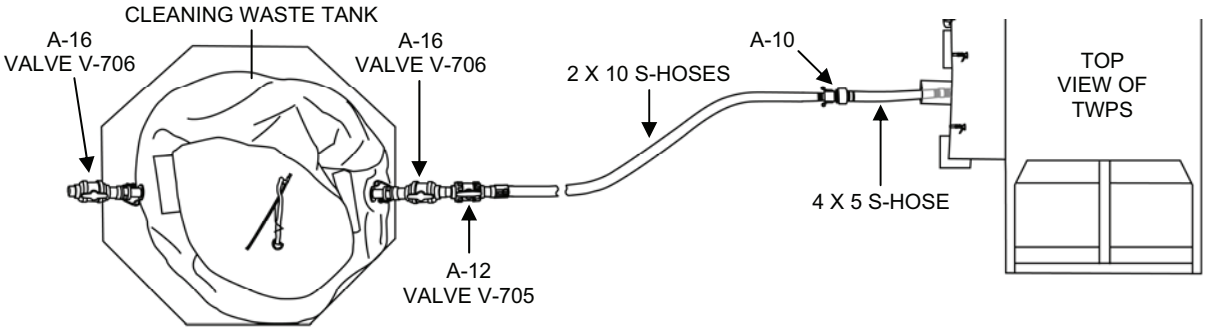
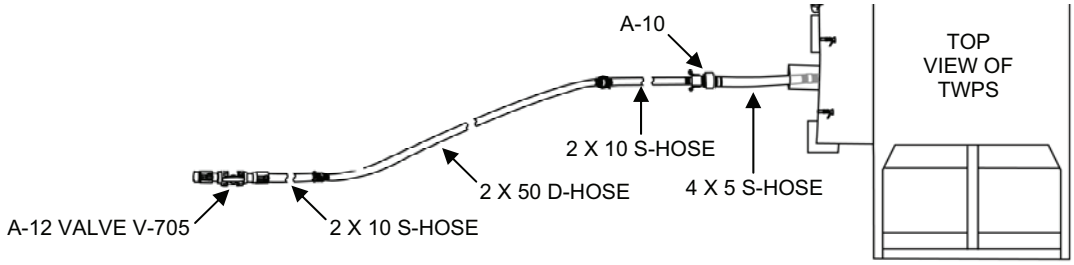

Figure 5. MF Acid Cleaning Waste Hose Set-Up with the Cleaning Waste Tank.
Figure 6. MF Acid Cleaning Waste Hose Set-Up Without the Cleaning Waste Tank.
1. Set the waste hoses for acid cleaning as follows (Figure 5):
d. If using the cleaning waste storage tank, set up the hoses as follows (Figure 5):
e. If not using the cleaning waste tank, set up cleaning waste hoses as follows (Figure 6):
g. Be sure that Adaptor A-12 Valve V-705 on the cleaning waste hose is closed (Figure 5 or Figure 6).
c. If the cleaning waste tank is used, open valves V-705 and V-706 on Adaptors A-12 and A-16 that are connected together on the cleaning waste tank (Figure 5).
e. If the cleaning waste tank is not used, open valve V-705 on Adaptor A-12 at the end of the cleaning waste hoses (Figure 6).